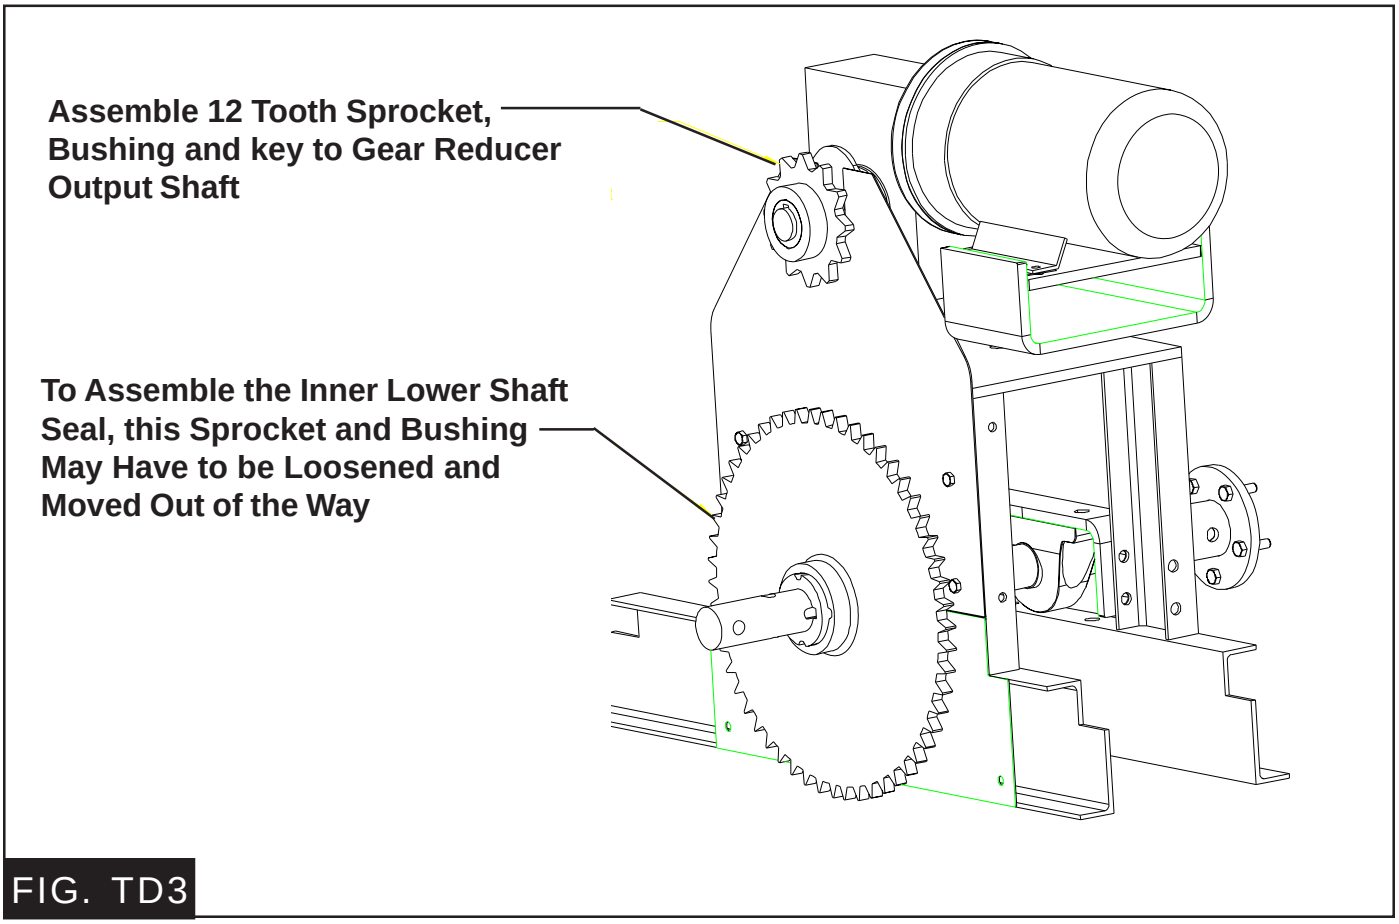

FIG. TD3
D. Slide the twelve tooth drive sprocket, bushing and key (see the key chart for your key size) onto the output shaft of the reducer, making sure both sprockets line up. (See Fig TD3 & TD4)